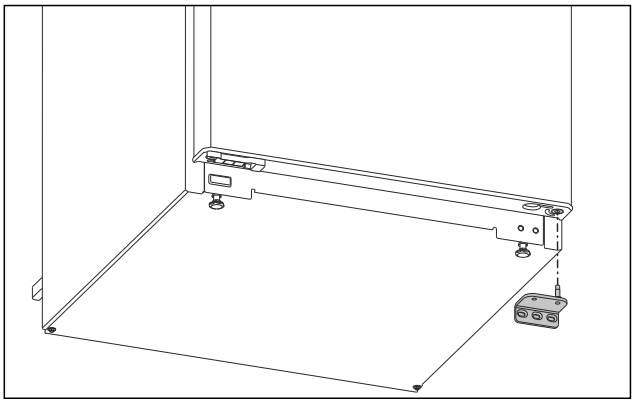

Fig. 7
▶ Detașați suportul de lagăr în jos. (vezi Fig. 7)